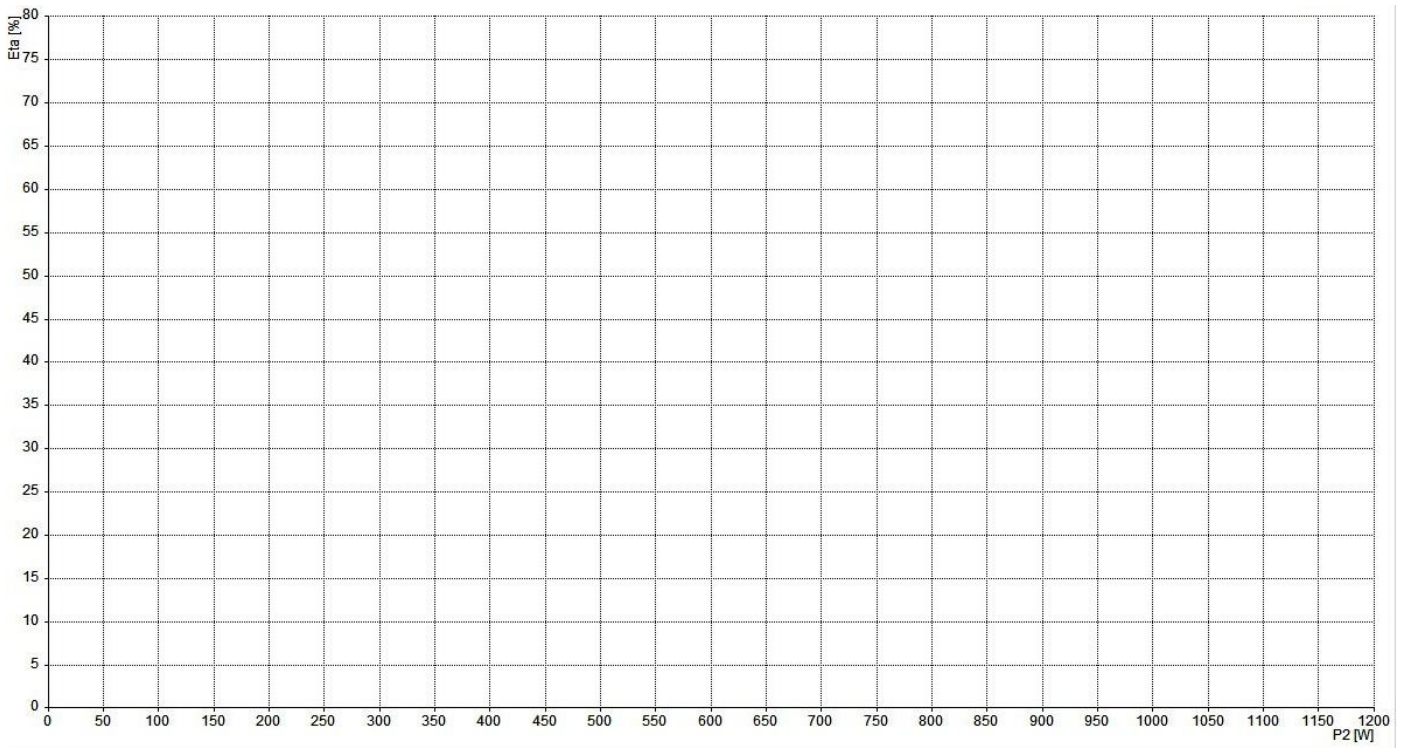

Рис. 5. Зависимость КПД от механической мощности.
4. Используя файлы папки «Отчет» постройте на рис. 5 зависимость $\eta(P_2)$. Отметьте на графике номинальную мощность $P_{2н}$ и номинальный КПД $\eta_н$.